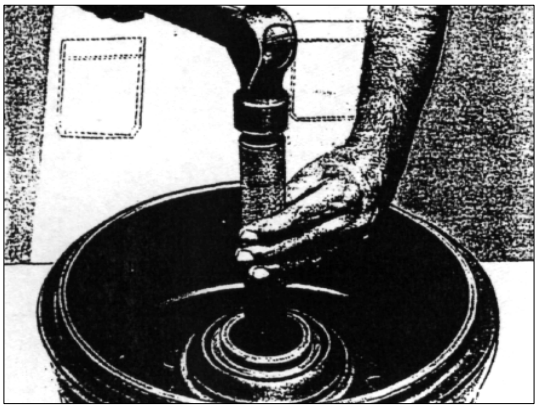

РИС. 367
9) Установите вторую манжету, используя оправку 2640 5890 3510 (см. рис.367).